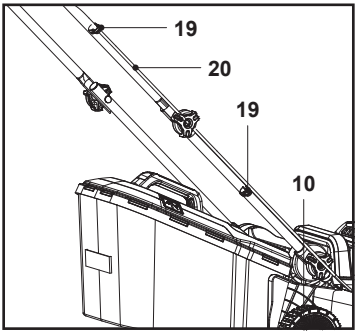

**Rys. 4**
6. Przymocować linkę sterującą (20) dwoma zaciskami do linki (19) (rys. 4).